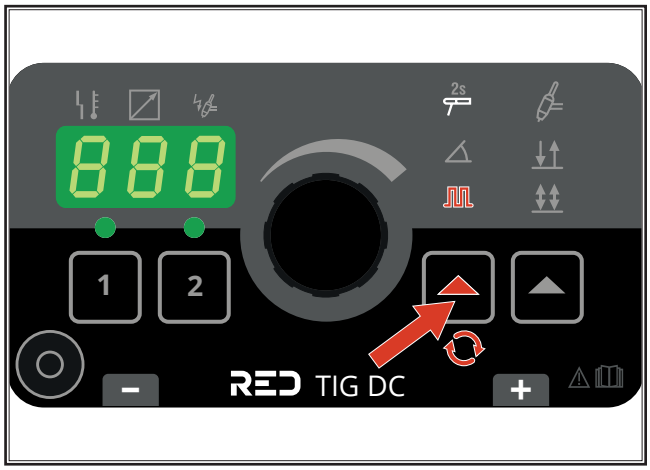

Abb. 11: Pulsen einschalten
- Falls die Funktion Pulsen gewünscht ist, schalten Sie diese wie in Abb. 11 gezeigt ein.